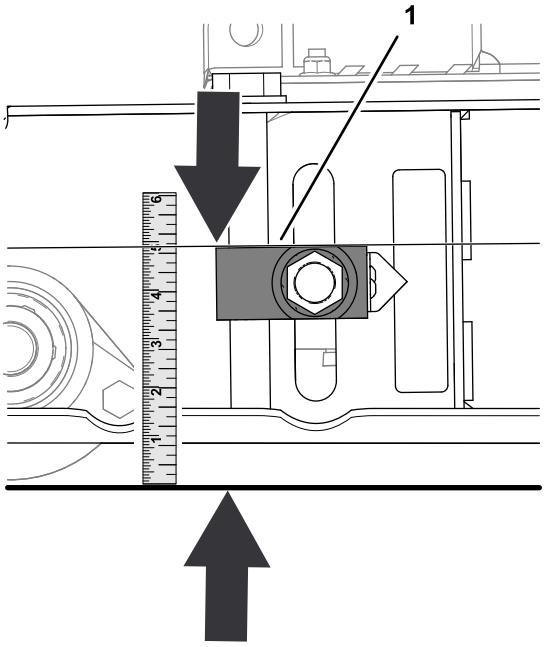

Figur 75
2. Mät avståndet mellan justeringsblockets ovansida ned till marken (Figur 75).